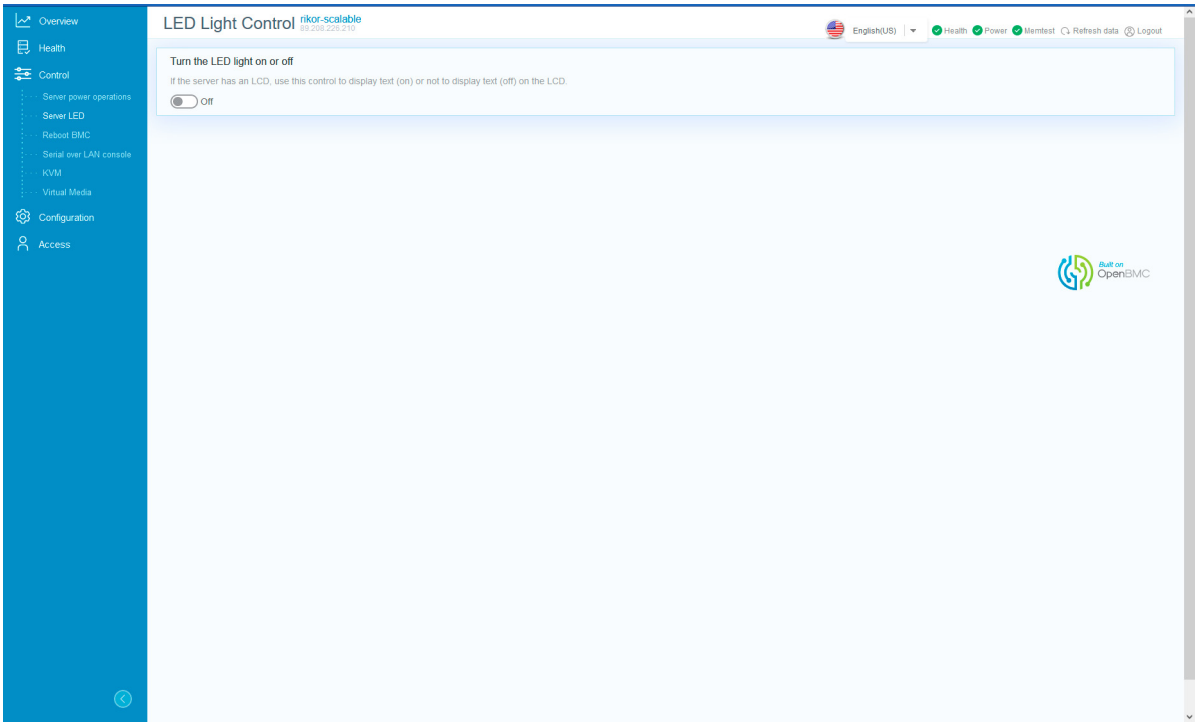

Рис. 76. Окно «Server LED»
3) Пройдите во вкладку «Control» → «Server LED» в данной вкладке осуществляется управление светодиодом идентификации сервера в серверной стойке. В поле «Turn the LED light on or off» установите переключатель в активное положение чтобы включить светодиод индикации сервера. Окно показано на рис. 76 Окно «Server LED»